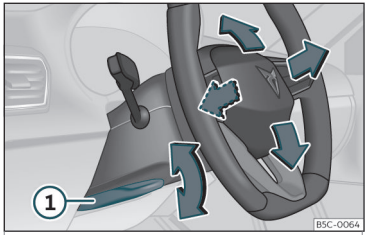

Fig. 4 Palanca en la parte inferior del lateral izquierdo de la columna de dirección.
- Tire de la palanca››› **fig. 4** ① hacia abajo, mueva el volante hasta la posición deseada y vuelva a subir la palanca hasta el punto de cierre.
- **Tras ajustar la columna de la dirección, empuje firmemente la palanca››› fig. 4 ① hacia arriba para que el volante no cambie de posición accidentalmente durante la marcha.**